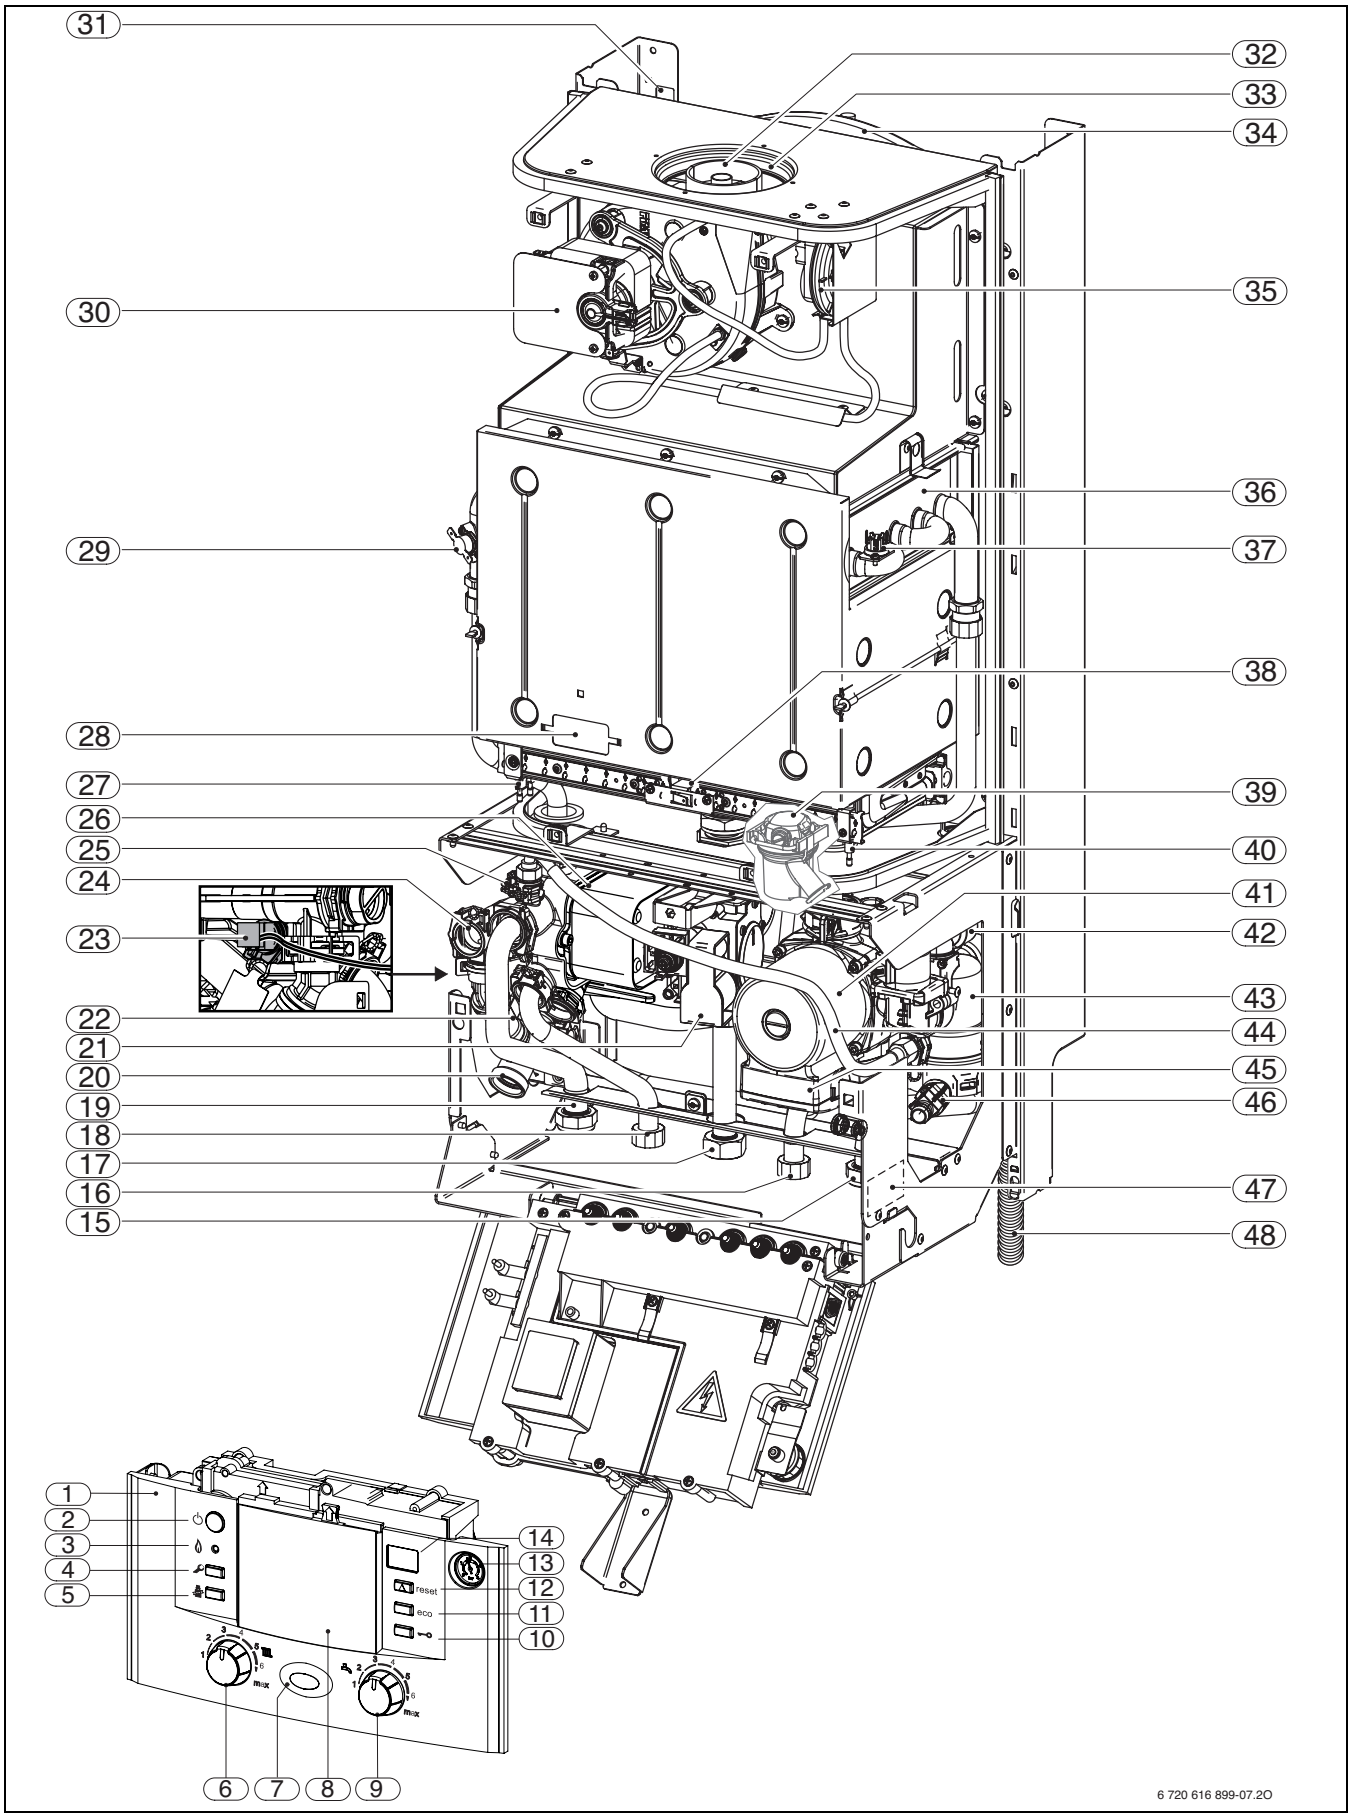

*Fig. 4 Chaudière murale à gaz NGVA/NGVS/CGVA ...*
La plaque signalétique se trouve en bas à droite de l'appareil (→ fig 4, page 12).
**Légende de la figure 4:**